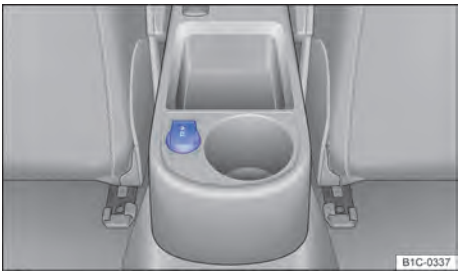

Fig. 102 Tomada 12 V no console central traseiro. ▶
- No console central traseiro ⇒ Fig. 102.